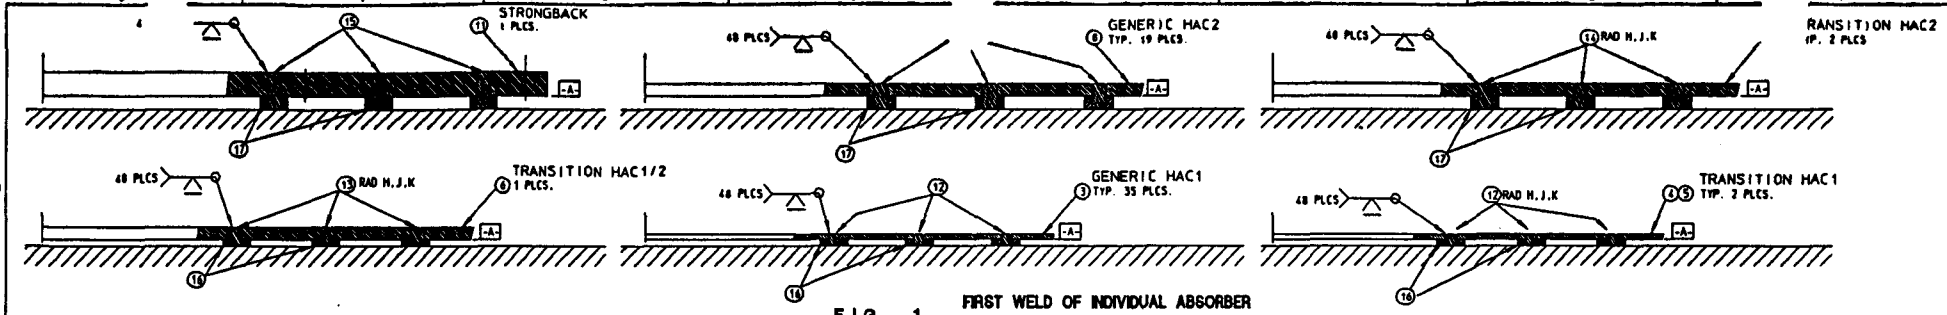
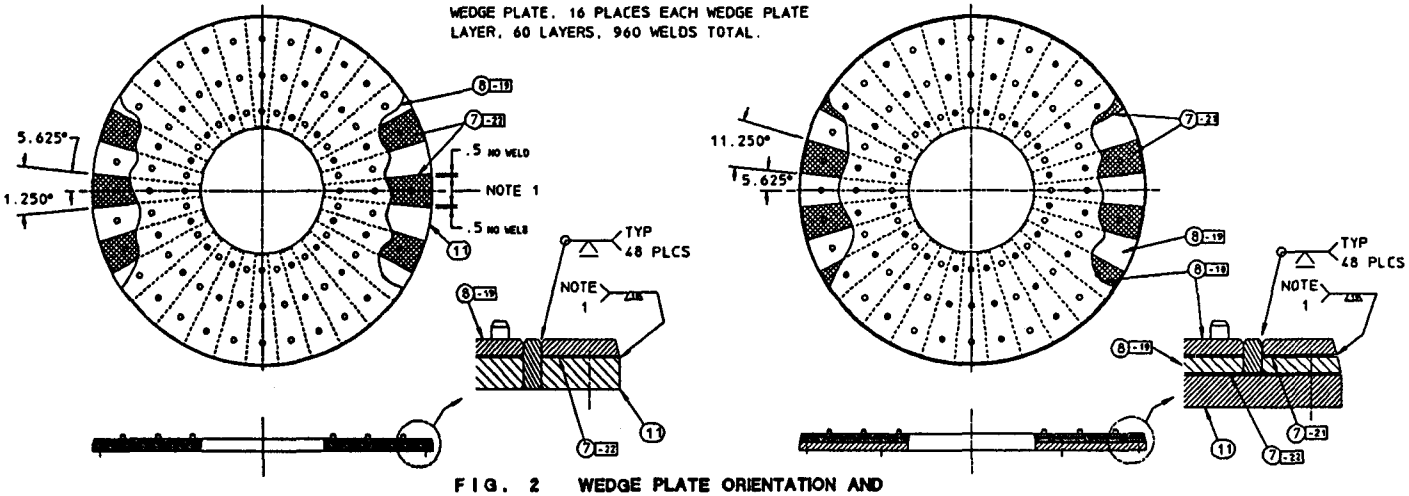

FIG. 1 FIRST WELD OF INDIVIDUAL ABSORBER PLATES TO TIE RODS.
FIG. 2 WEDGE PLATE ORIENTATION AND STACK ASSEMBLY WELDING
A. Welding of First Tie Rod End to Absorber Plates—See Fig. 1
1. Place a large sheet (≈ 148 in. square or diameter) of soft, foam rubber (≈ 1 in. thick) on the work surface. Place 16 ea. long metal strips (≈ 1/8 in. thick x ≈ 7 in. wide x ≈ 56 in. long) in a fan-like pattern (see Fig. 2) on the foam pad. (the compressible foam rubber pad's compliance insures that the metal strips will press plug assembly shims, items 16 or 17, against the underside of slightly bowed absorber plates, placing the top ends of tie rods flush with the absorber plate's top surface for proper welding position. The metal strips also serve as lateral heat conductors, to prevent burning the foam).
2. Weld first end of tie rods, items 12-15, to absorber plate(s), items 3,4-6,8-11 as shown in Fig. 1, and grind welds flush (48 pics per plate).
3. Machine ≈1/8 x 3/32 radial grooves into plate (through welds) as shown on item 19 or 19 using a skill saw or router and template (16 pics per plate).
4. Machine ≈1/8 x 3/32 curved grooves into plate as shown on item 18 or 18 using a router and template (16 pics per plate).
B. Assembly Stacking/Welding—See Figures 2 & 3
Assembly stacking (Fig. 2 & 3) must anticipate subsequent pick-up of the ≈ 110 ton plug weldment. This can be accomplished with a pick-up fixture 20M(TBD), to be supplied by LBL, if item 11 is supported about 18 in from the shop floor on 4 each, stout "posts" placed on a circle of about 100 in. diameter.
1. Starting with the inverted strongback plate, item 11, place 16 ea. of wedge plates, item 7, over the up-protruding tie rods (alternating the azimuthal position of wedge plates in subsequent layers) as shown in Fig. 2.
2. Position items 7 as shown in Fig. 2, and tack-weld at the outer radius to the absorber plate beneath (2 pics per wedge plate, 32 pics per layer).
3. Invert subsequent absorber plates and add to the stack over previous plate's up-protruding tie rods as shown in Fig. 2.
7. Perform the slot welding between wedge plates, item(s) 7, and adjacent absorber plates as shown detailed in Fig. 2 (16 places per layer, with no welding within 1/2 in. of the sides of item 7).